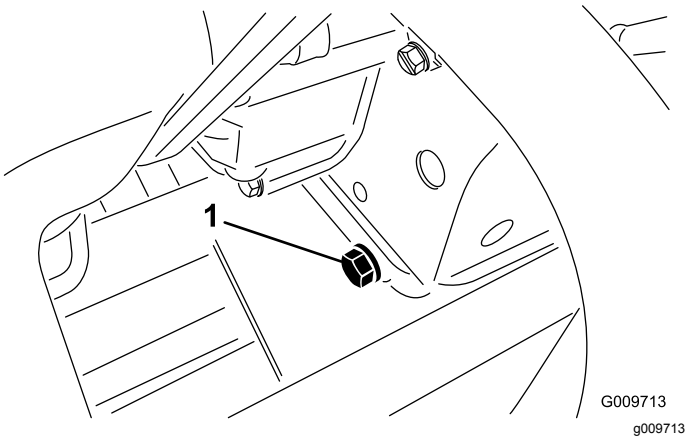

Rysunek 32
1. Odkręć tylny korek spustowy (Rysunek 32) i poczekaj, aż olej ścieknie do naczynia do spuszczania oleju. Zakręć korek, gdy olej przestanie wyciekać.